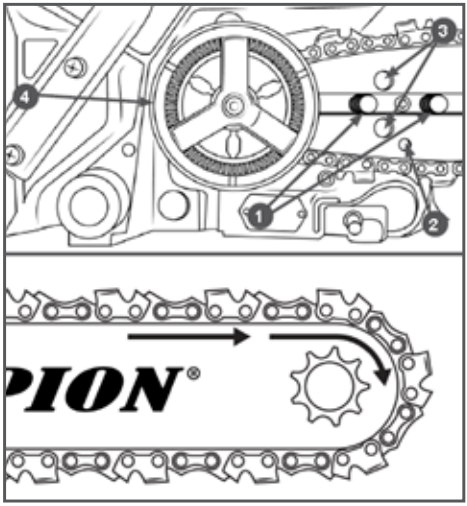

Рис. 3 Установка пильной цепи
3. Установите шину пазом на шпильки крепления шины 1 и передвиньте ее в сторону барабана сцепления 4 для облегчения установки цепи (Рис. 3).
4. Установите пильную цепь как показано на Рис. 3. При установке цепи следите за тем, чтобы режущая кромка звена была расположена вперед по ходу движения цепи, т.е. по часовой стрелке. Поместите цепь на зубья ведущей звездочки, расположенной позади барабана сцепления 4 (Рис. 3). Удостоверьтесь в правильном положении цепи на ведущей звездочке (Рис. 3).